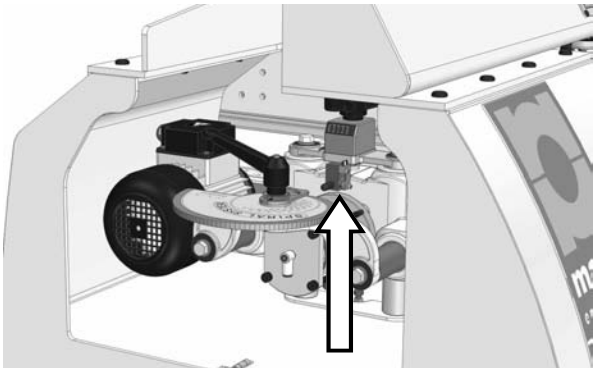

Fig. 7
- 7) Screw for horizontal head movement (see fig. 7)